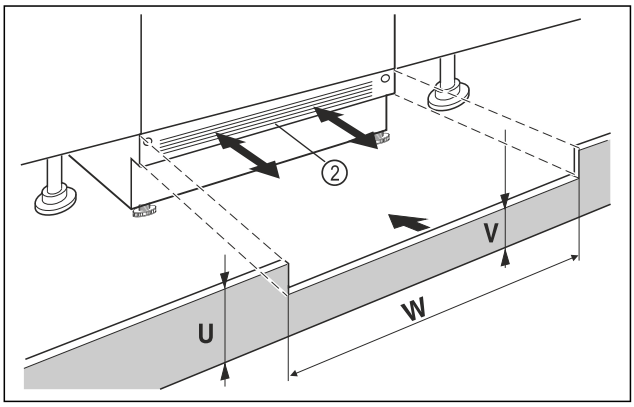

Fig. 70 Beispielhafte Darstellung
- ▶ Gerätesockelblende *Fig. 70 (2)* aufsetzen aber noch nicht fixieren.
- ▶ Bei sichtbarer Sockelblende *Fig. 70 (2)*, diese so weit nach vorn ziehen, dass Vorderkante Lüftungsgitter und Möbelsockelblende eine Ebene bilden.
- ▶ Bei verdeckter Sockelblende *Fig. 70 (2)*, diese ganz nach hinten schieben.
- ▶ Auf komplett freie Lüftungsschlitze achten: Bei Bedarf Höhe der Möbelsockelblende *Fig. 70 (U)* zuschneiden!
- ▷ Entlang der Nischenbreite *Fig. 70 (W)* die Steghöhe *Fig. 70 (V)* unter der Gerätesockelblende *Fig. 70 (2)* einpassen.